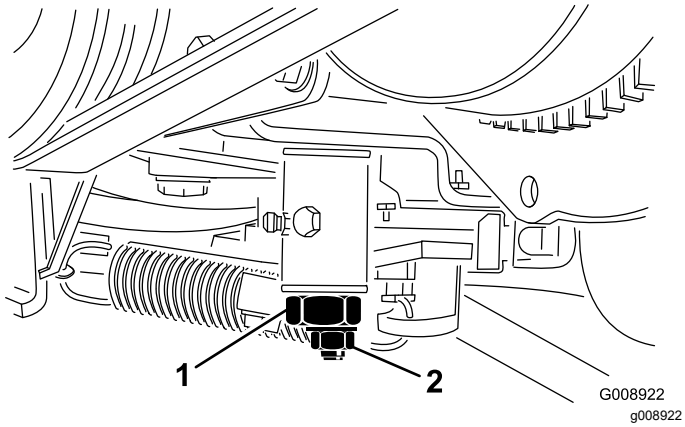

**Figur 59**
3. Løsne låsemutteren på trekkjusteringskammen (Figur 59).